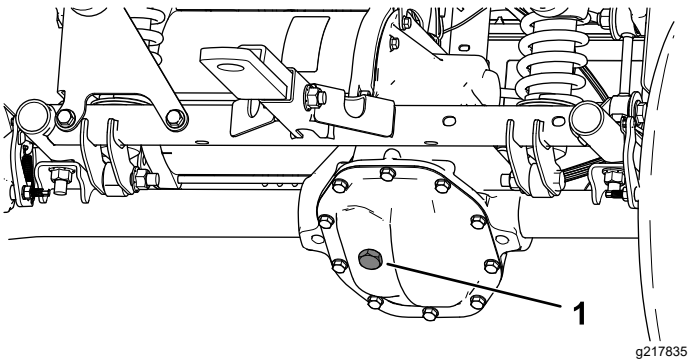

Figur 48
4. Ta bort växellådans påfyllningsplugg (Figur 48).
5. Om vätskenivån är låg ska du ta bort påfyllningspluggen och fylla på med angiven vätska tills den rinner ut ur hålet (Figur 48).
4. Ta bort växellådans påfyllningsplugg och fyll växellådan med angiven vätska tills den rinner ut ur påfyllningshålet (Figur 48).